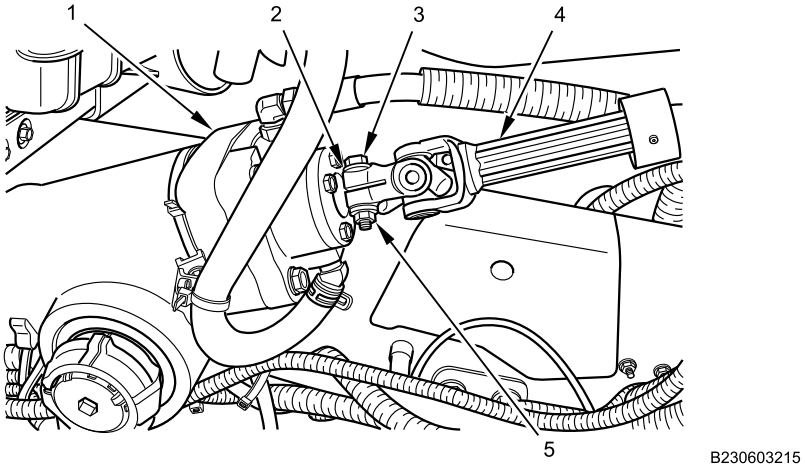

Figure 4. Steering Gear End.
4. Slide steering shaft (Figure 4, Item 4) on splined shaft of steering gear (Figure 4, Item 1).
5. Install new bolt (Figure 4, Item 3) and washer (Figure 4, Item 2) in steering shaft (Figure 4, Item 4).
6. Install new locknut (Figure 4, Item 5). Tighten upper bolt until 7/16 in. 12-point bolt head breaks off bolt.